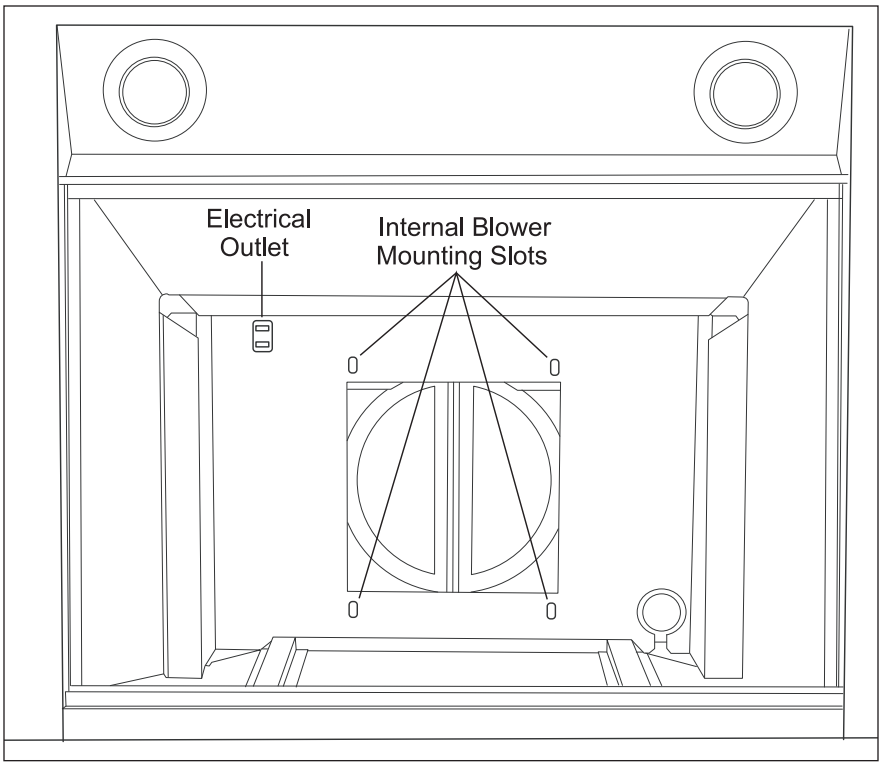

Figure 2-17 Internal Blower Install
3. Use four hex nuts provided with the blower to fasten the unit to four threaded studs. (See Figure 2-17)